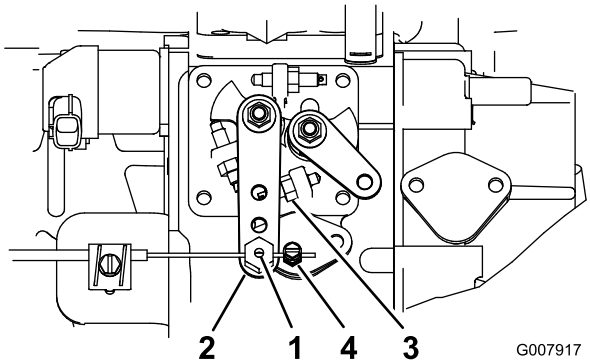

Figur 65
2. Lossa gasvajerns kontaktdon på gasvajern bredvid reglaget på insprutningspumpen (Figur 65).
3. Håll reglagearmen för insprutningspumpen mot tomgångsstoppet (Figur 65).